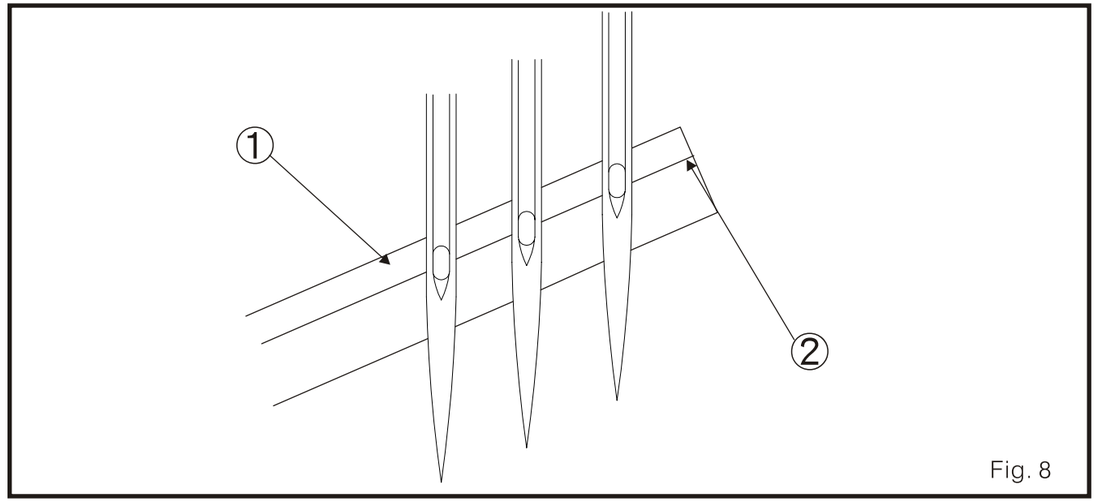

Fig. 8
(1) Cuando la barra aguja se mueva del punto más bajo, la línea 2 del protector aguja 1 esta al centro de los agujeros para agujas. (Fig. 8)